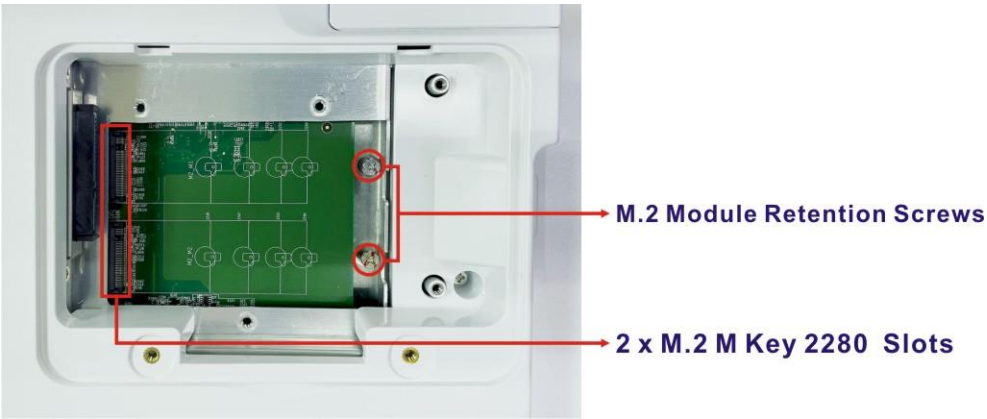

Figure 3-6: M.2 Slots and Screws
Step 3: Locate the M.2 M-key slots. Each slot has a screw on the side for installation. Remove and save the screw. See **Figure 3-6**.